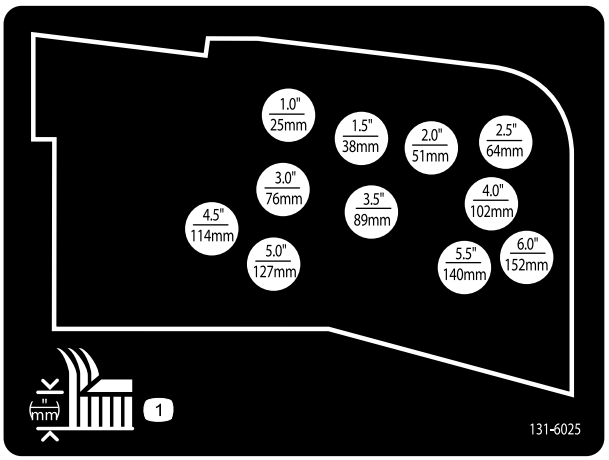

Figur 19
10. Monter klippehøydekjeden til ønsket klippehøydehull med splittpinnen og hårnålssplinten (Figur 19).